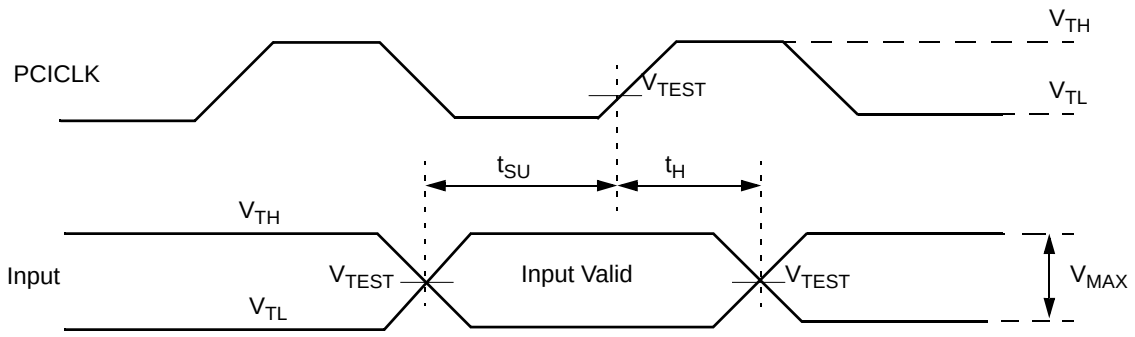

Figure 8-17. Input Timing Measurement Conditions
4. See the timing measurement conditions in Figure 8-17.